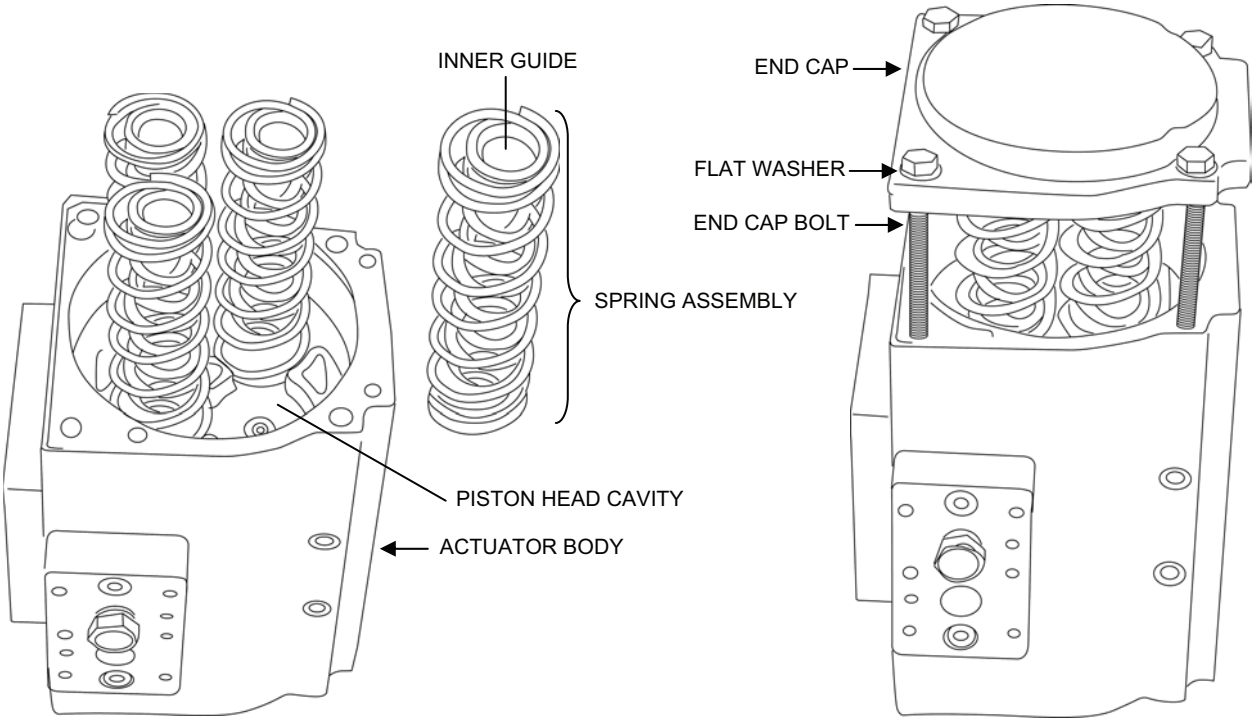

Figure 23. End Cap Assembly.
i. Assemble the springs and end caps to the actuator body as follows (see Figure 23):
l. Position the plate on the actuator body with the silencer to the left and secure the plate using the two cap head bolts and washers (see Figure 23).